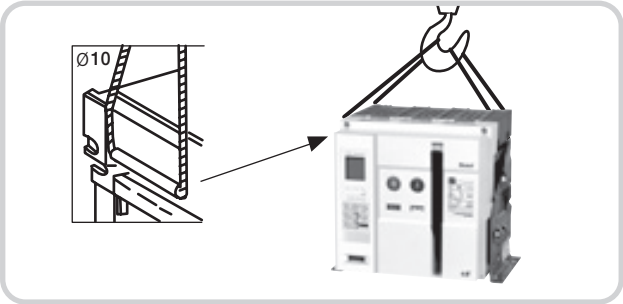

Рис. 2. Подъем стационарного выключателя
1.Поднимайте стационарный выключатель с помощью тросов и крюка, как показано на рис. 2.